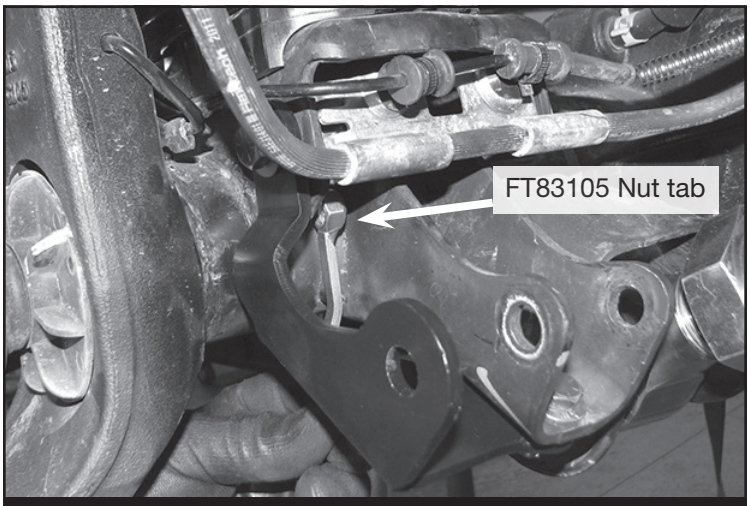

FIGURE 16 - STEP 16
16. Install the new bracket using the 3/8” hardware and FT83105 (Nut tab). Torque to 31 ft-lbs. **NOTE: Install the lower brake line bracket back into the factory location. The new 3/8” bolt and nut tab will secure it. SEE FIGURE 16**